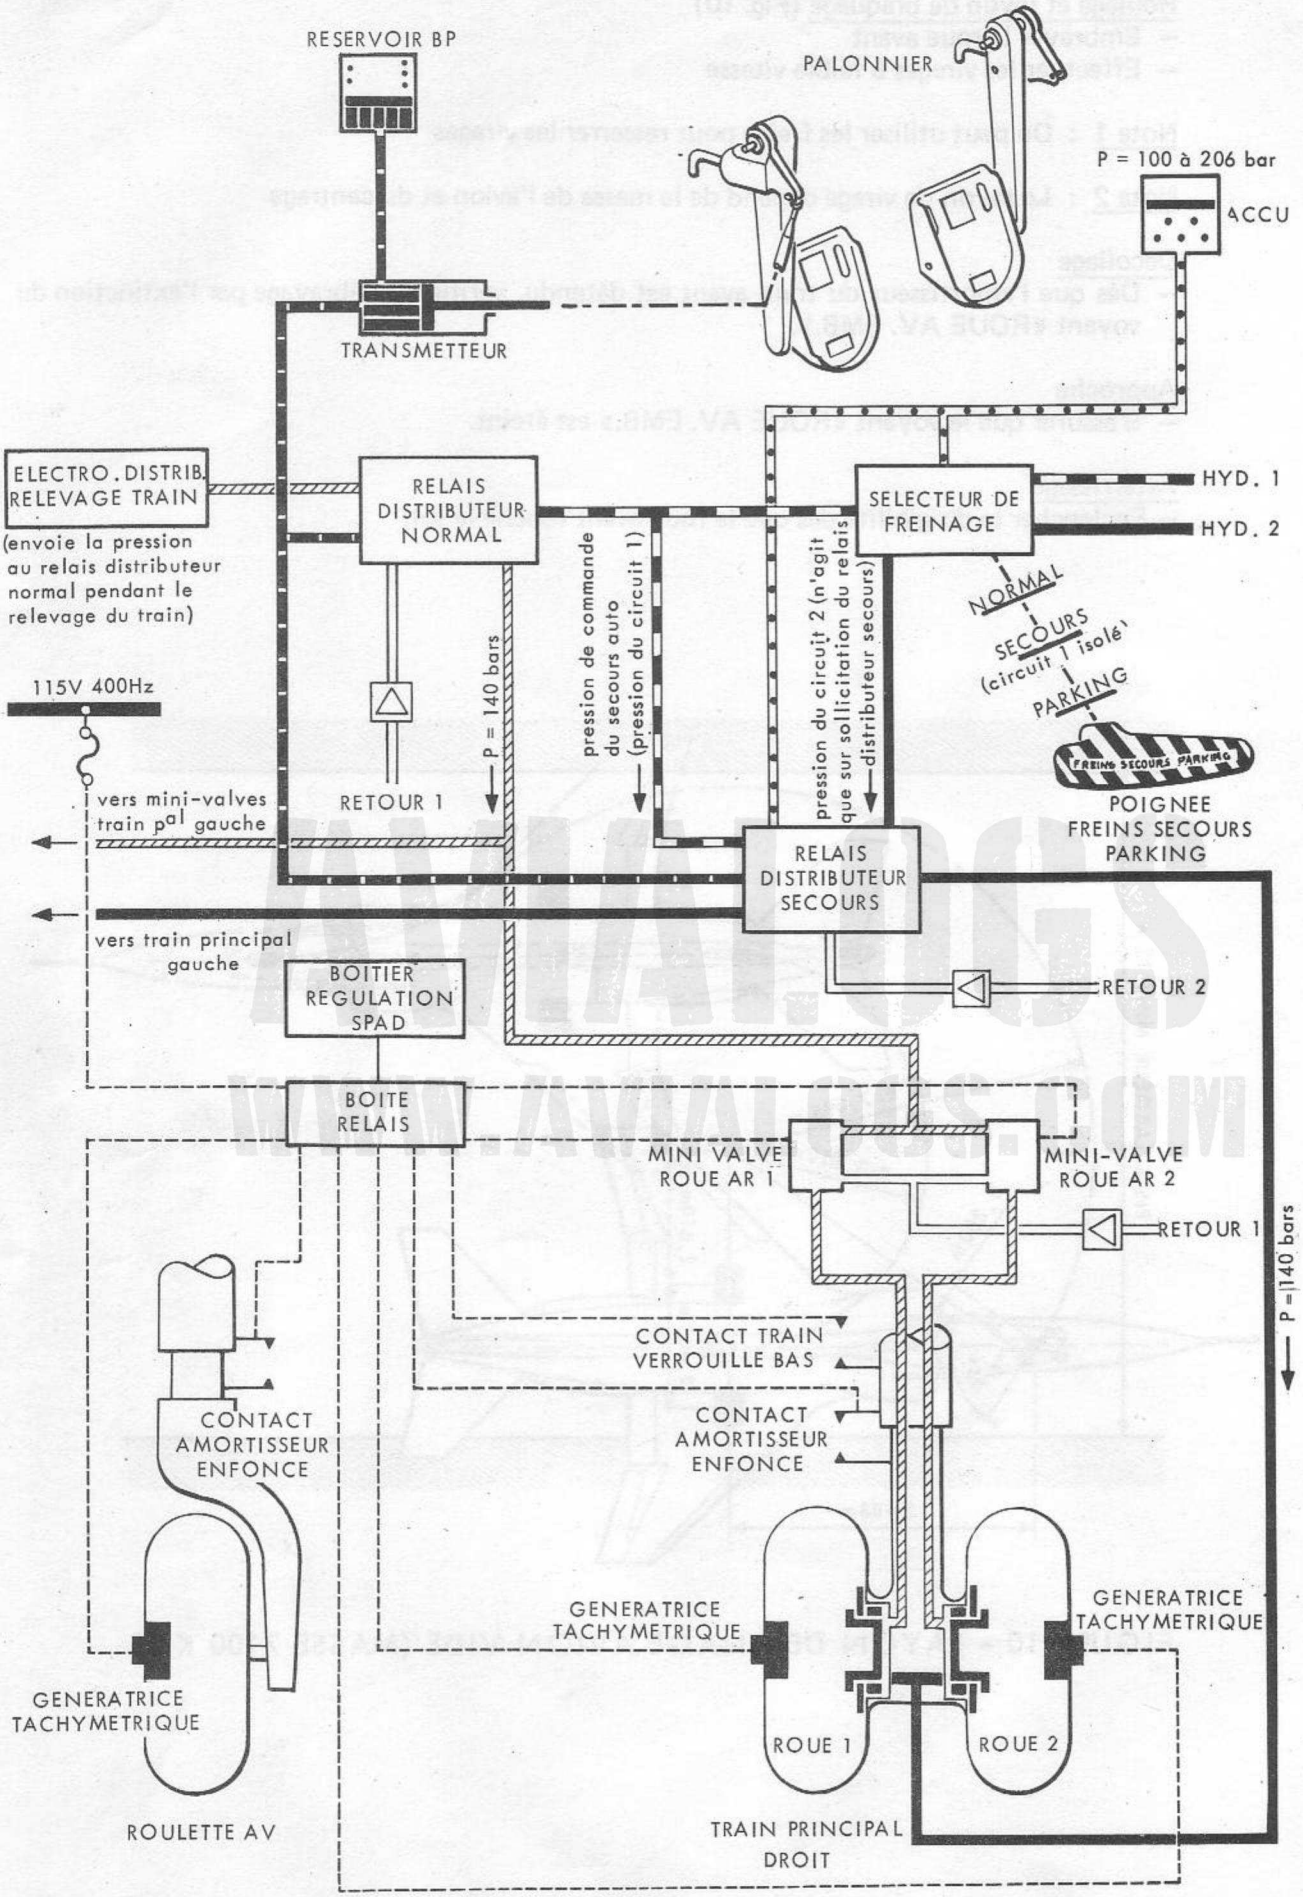

FIGURE 11 - FREINS
7.5.2.2 - Alimentation hydraulique (Fig. 11)
7.5.2.4 - Freinage normal et secours automatique (Fig. 11)